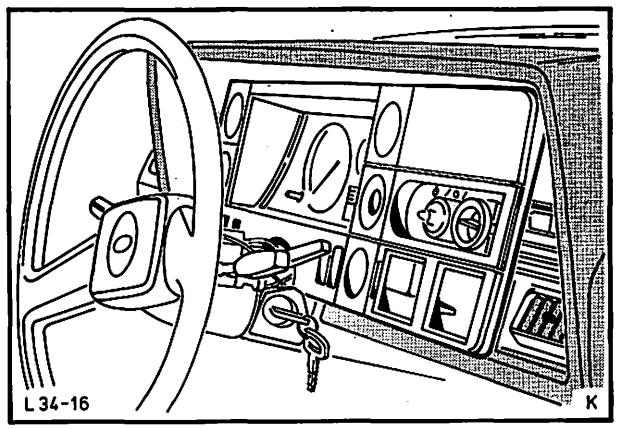

Abb. 16 Blende Kombiinstrument ausbauen
4. Blende-Kombiinstrument abziehen (Blende ist mit 6 Klipsen gesteckt), Abb. 16.